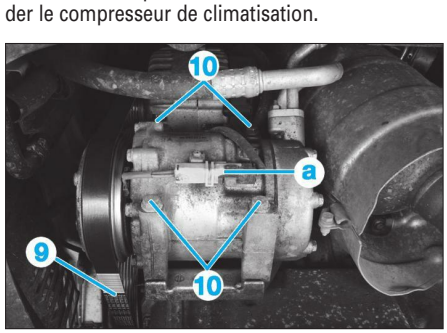

**Fig. 84**
- la traverse inférieure de bouclier (4),
- le câble d'ouverture de capot (5),
- le vase d'expansion (6),
- le boîtier relais (7).
• Déposer la courroie d'accessoires (9) **(Fig.84)**.
• Déposer les vis (10) du compresseur de climatisation.